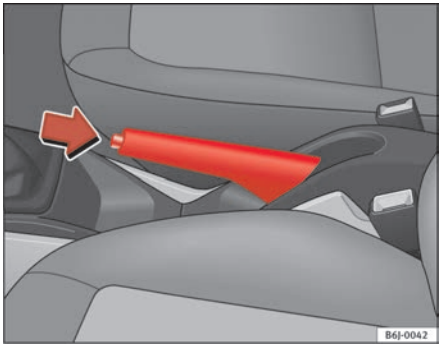

Fig. 103 Handbrake between the front seats
– Pull the handbrake lever up firmly ⇒ fig. 103.
– Pull the lever up slightly and press the release knob in the direction of the arrow ⇒ page 139, fig. 103 and guide the handbrake lever down fully ⇒ ⚠.